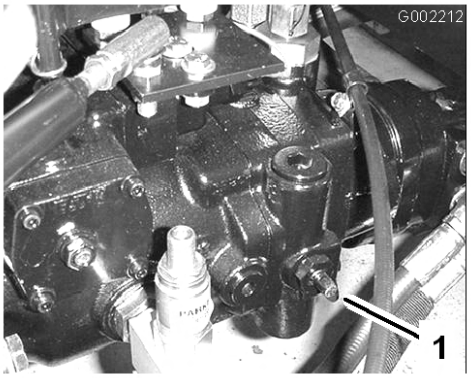

Figur 25
1. Drej trækventilen (Figur 25) 90° i den ene eller anden retning for at åbne den.